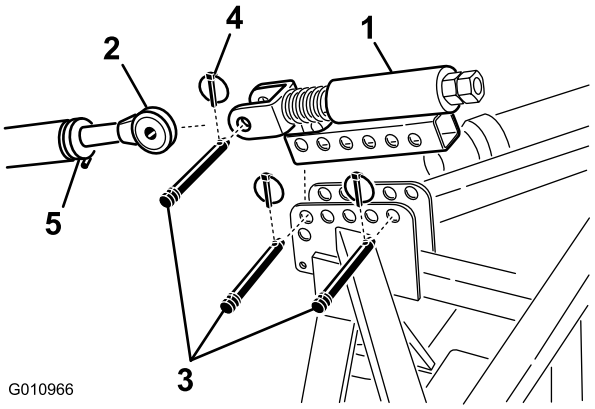

Figur 7
1. Monter det fjærbelastede toppleddet og luftemaskinbraketten ved hjelp av to leddtapper og ringstifter (Figur 7)
2. Løsne låsemutteren på traktorens øvre ledd. Juster øvre ledd helt til det samsvarer med splittpinnen på det fjærbelastede toppleddet (Figur 7).
3. Koble traktorens øvre ledd til splittpinnen på det fjærbelastede toppleddet og fest med leddtapp og ringstift (Figur 7).
6. Roter øvre ledd helt til fjæren er komprimert til omtrent 13 mm (Figur 7).